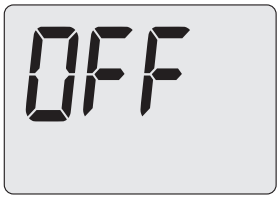
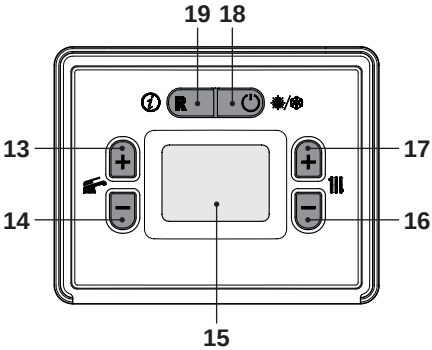

Figura 6.5
Figura 6.6
- Alimentare elettricamente la caldaia azionando l'interruttore bipolare previsto in installazione Il display LCD visualizza le lettere **OFF** (Figura 6.5).
- Premere il tasto 18 (Figura 6.6) fino a far apparire sul display LCD le lettere **OFF** (Figura 6.5).